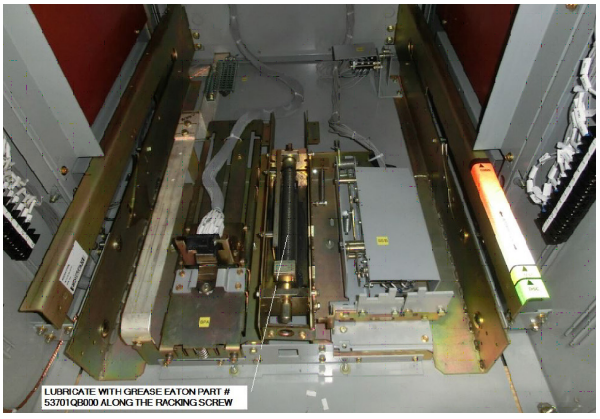

Figure 25. Lubrication Location for the Racking Screw.
2. Racking Screw (Refer to #4 in Figure 20b) – With the breaker removed, apply grease (Eaton Electrical Material No. 53701QB) to the racking screw (see Figure 25). Grease should be applied with a brush using a motion perpendicular to the axis of the threaded shaft. It is important the grease is applied to the face of the threads. Apply to the length of the exposed threads and then move the nut from disconnect to connect to distribute the grease.